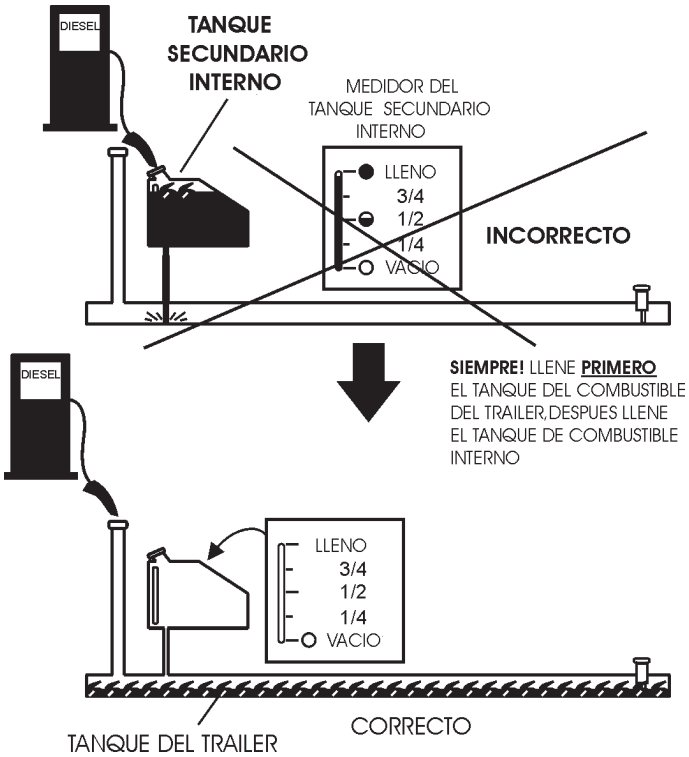

**Figura 33. Orden para llenar el tanque de combustible**
2. Abra las puertas del compartimento "lado derecho" del generador (de la posición del panel de control del generador) Remueva la tapa del combustible y llene el tanque (Figura 33).